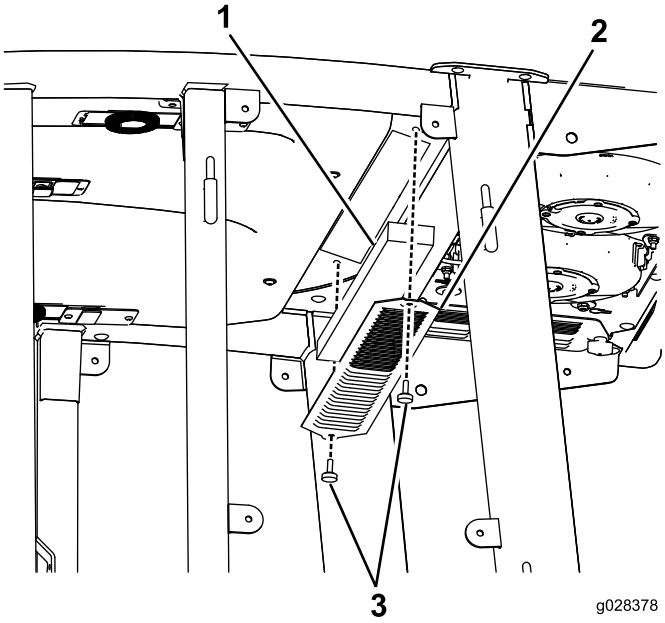

Рисунок 88
3. Снимите крышу кабины, отвернув 22 болта крепления крыши (Рисунок 88).
4. Снимите воздушные фильтры (Рисунок 88).
5. Снимите и очистите змеевик кондиционера воздуха (Рисунок 88).